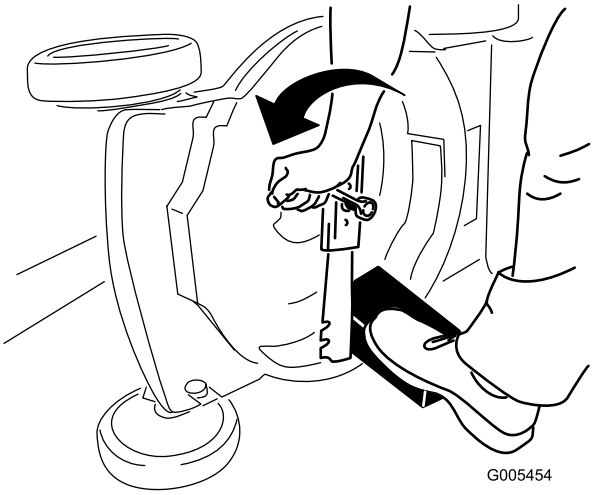

Figure 25
3. Immobilisez la lame avec un morceau de bois (Figure 25).
4. Déposez la lame mais ne jetez pas les fixations (Figure 25).